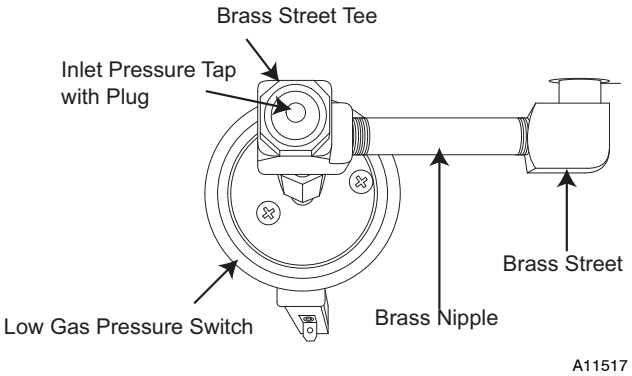

**Fig. 11 - LGPS for Casing Wider Than 14-3/16 (360 mm) and Vent Does Not Pass Between Inducer and Burner Assembly**
If the vent pipe does not pass between the inducer and burner assembly, or the furnace is wider than a 14 3/16-in. (360 mm) wide casing, the switch may have been installed as follows. (See Fig 11.)
1. Remove low gas pressure switch, brass street 90° elbow, brass Hex nipple, brass Tee and brass nipple from the gas valve inlet pressure tap. (See Fig 11.)